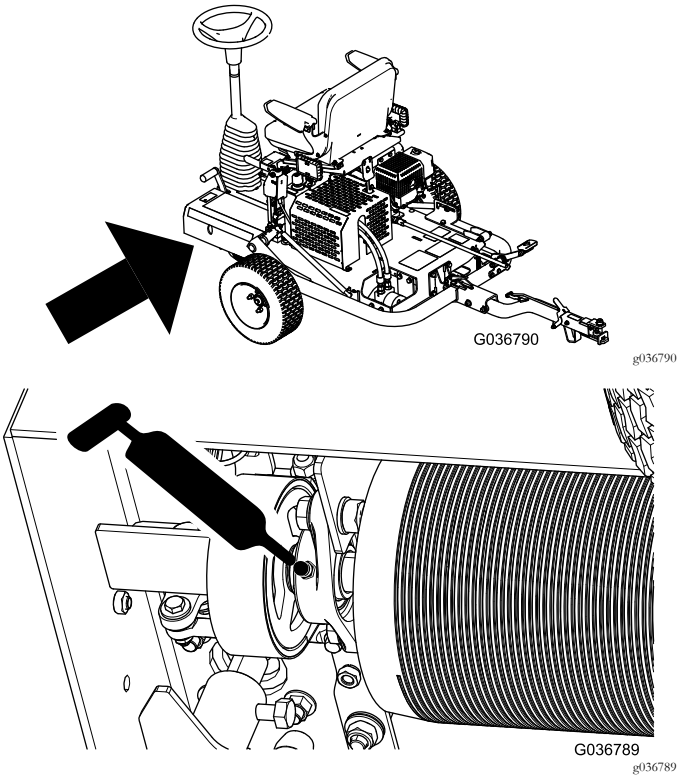

**Figur 30**
2. Pump smørefett inn i smørenippelen som vist i Figur 30.